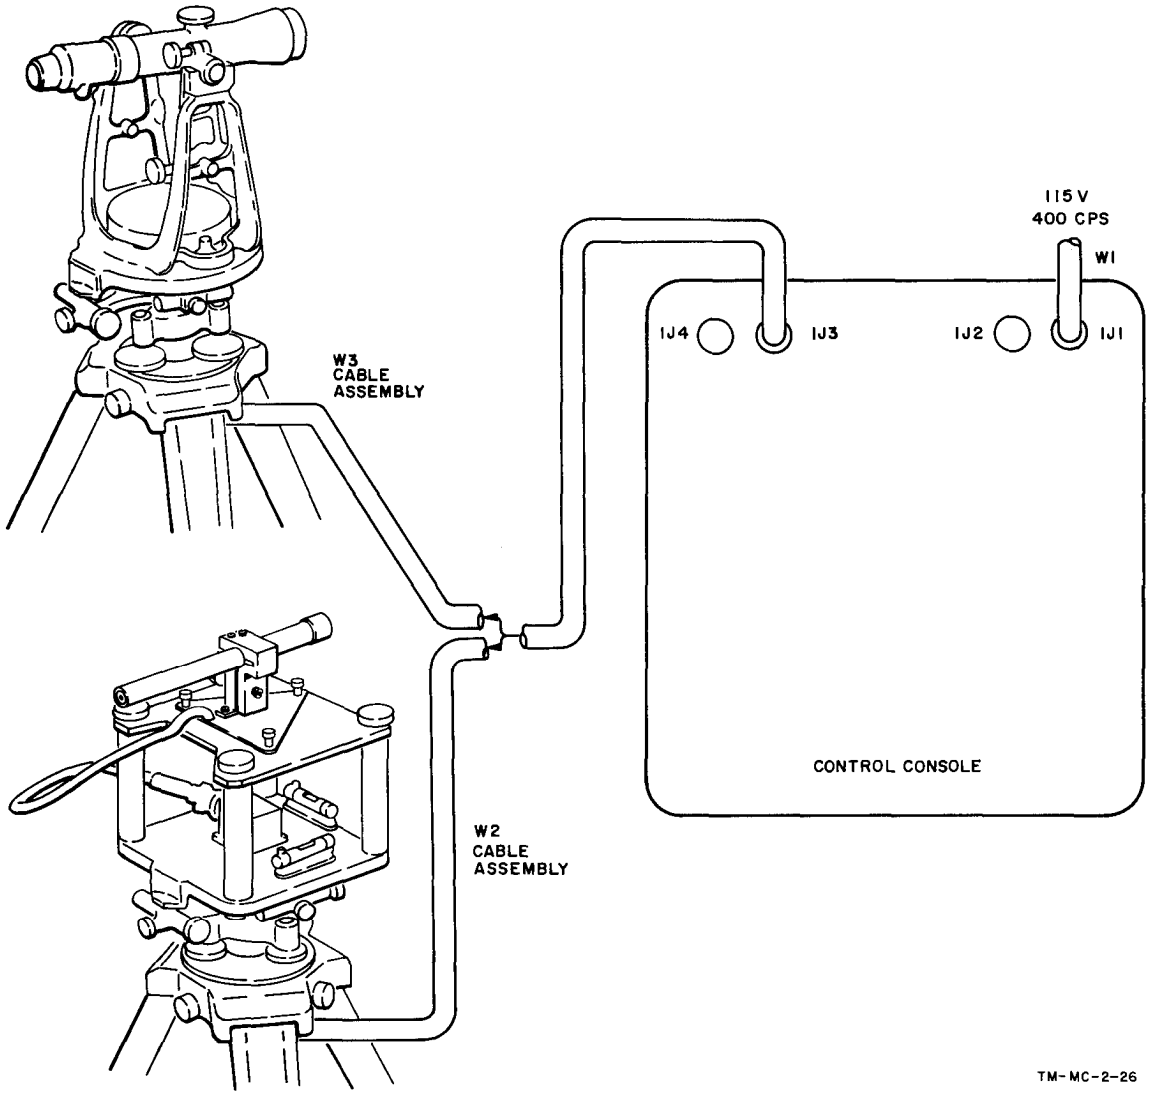

Figure 7-2. Test Setup for True Magnetic Alignment and Remote Transmitter Monitor Calibration
b. Connect cable assembly W2 to 1J3 connector of Console and magnetic azimuth reference detector P3 to Turntable. See figure 7-2. Set up Console as follows :
10 Part I (cont)	Determine and record the true magnetic bearing of target (B_{MAG}) by solving the following equation: $B_{MAG} = B + \frac{(I_1 - I_2)}{2}$ POWER ON-OFF to POWER OFF. Disconnect cable W2 from Turntable and Console. Without moving Tripod, remove Turntable from Tripod. Set up and level Monitor on Tripod as shown in figure 7-2. Connect cable W3 between 1J3 MONITOR and Monitor. POWER ON-OFF to POWER ON. Rotate Monitor to sight same target. Set azimuth scale to recorded true magnetic bearing of target (B_{MAG}). Rotate Monitor to headings of 0, 90, 180, and 2'70 degrees. Record ERROR readout indication at each heading. Determine the index error by adding the four errors algebraically and dividing the sum by four.
j. Replace Turntable with Monitor to be tested, without moving Tripod. (See figure 7-2.) Sight target with Monitor and set azimuth scale to bearing (B_{MAG}) of step 7-7.~~f~~ i.